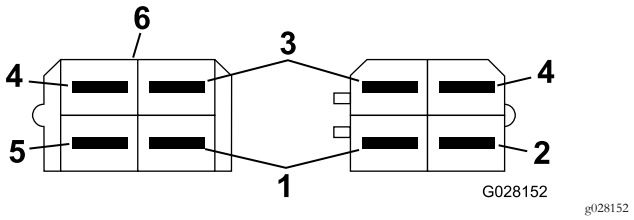

Figure 15
7. Répétez les opérations 4 à 6 en identifiant le connecteur comme étant du côté gauche (G) à l'opération 6.
10. Branchez le connecteur du faisceau de câblage de la machine avec le fil vert/blanc au connecteur du bloc optique gauche (Figure 15).